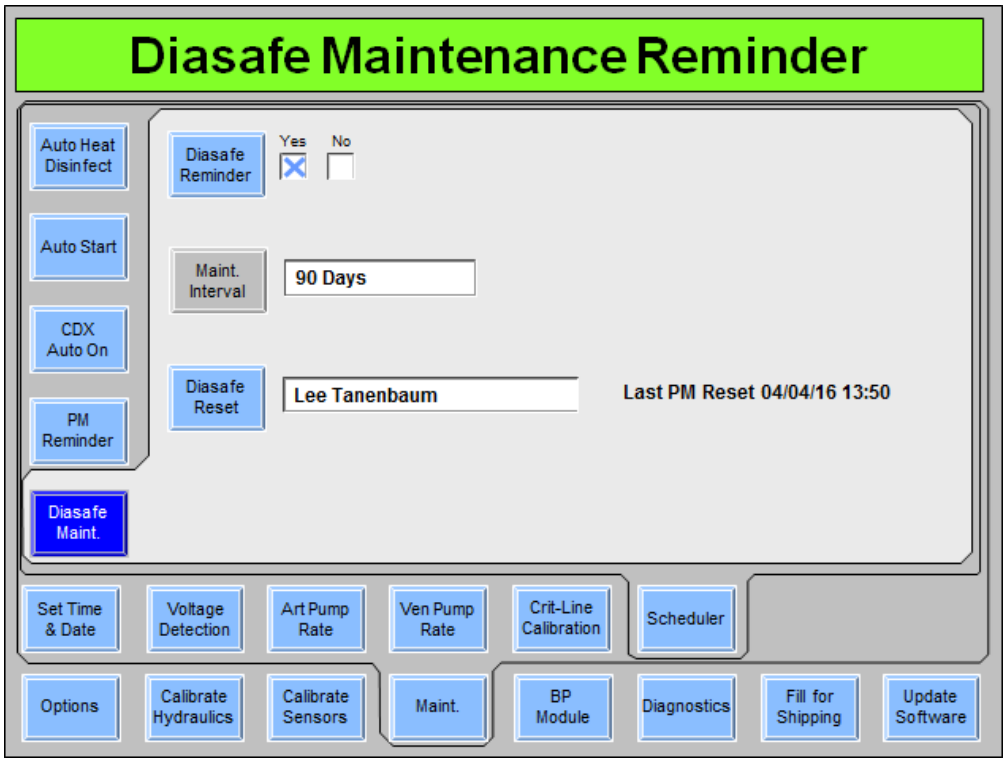
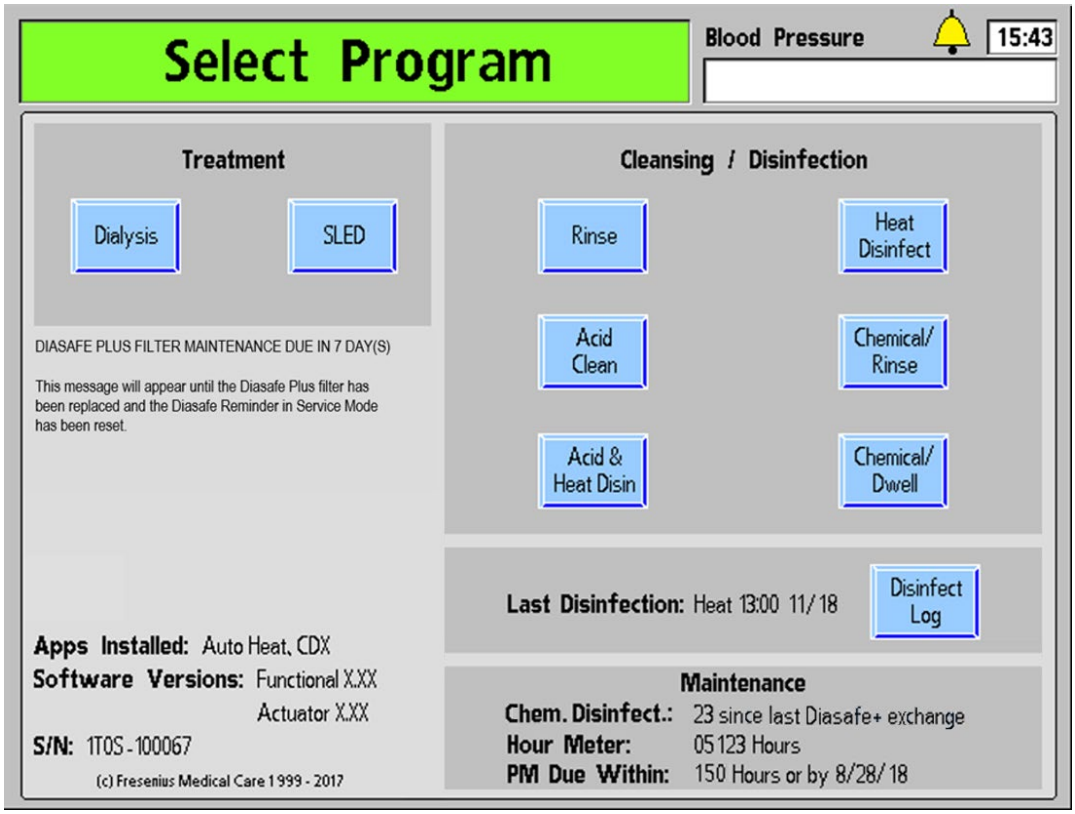

Figure 132 – Scheduler Diasafe Maint. Screen (showing functional software version 2.81 or later)
Figure 133 – Diasafe Reminder message displayed on the Select Program Screen (showing functional software version 2.81 or later)
The Diasafe Reminder option is part of 2008T BlueStar Premium * and it allows the user to program the 2008T hemodialysis machine to display a reminder on the "Select Program" screen (see Figure 133) to replace the DIASAFE*plus*$_{US}$ filter starting seven days before the 90 day period has expired. The Service Mode "Diasafe Maintenance Reminder" screen also records the name of the technician that performed the last Diasafe reminder reset.
3. Select the **Diasafe Reset** button and, using the keyboard, enter the technician's name setting the PM reminder then press the **CONFIRM** key (for software version 2.81 or later, the name will populate the box automatically). This will reset the countdown clock from the last DIASAFE *plus*$_{US}$ filter replacement date and save the technician's name and date the 90 day timer was reset (see Figure 132). This overwrites the name and date of the technician who performed the previous PM reset.
When the next DIASAFE *plus*$_{US}$ filter replacement is due within 7 days, a message will appear on the "Select Program" screen to remind the operator that the DIASAFE *plus*$_{US}$ filter maintenance due date is approaching, see Figure 133 below. The remaining hours will continue to count down to zero days and the reminder message will remain until the Diasafe Reminder is reset again.
In functional software version 2.81 or later, the user can program the "Select Program" screen so that it will display the number of chemical disinfections performed since the last Diasafe Plus filter replacement, so long as the Diasafe Reminder has been reset as described above. On the "Diasafe Maintenance Reminder" screen (see Figure 132) toggle the **Chemical Counter** button to Yes. The "Chem. Disinfect" counter will appear on the "Select Program" screen in the botton right corner under the heading "Maintenance" (see Figure 133 below).